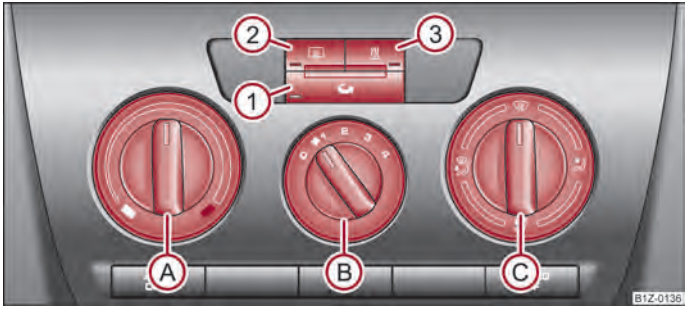

Fig. 93 Heating: Control elements
– Turn the control dial Ⓐ ⇒ fig. 93 to the right in order to increase the temperature.
- Controls Ⓐ, Ⓑ, Ⓒ and the button ① ⇒ fig. 93.
– Press the button - the warning light lights up in the button ⇒ fig. 93.
The recirculated air mode is switched off automatically if the air distribution control Ⓒ is in position ⇒ fig. 93. You can also switch recirculated air mode on again from this setting by repeatedly pressing pushbutton .